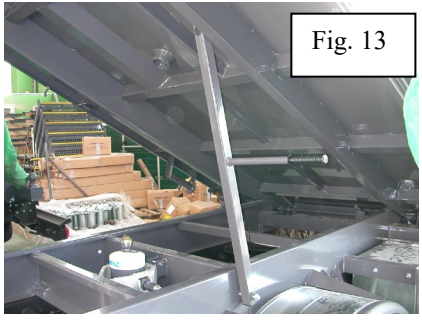

Fig. 13
- **Puntello di sostegno cassone sollevato (fig. 13):** nel caso di operazioni da effettuare sotto il cassone sollevato posizionare sempre l'apposito puntello **SOLO A CASSONE SCARICO.**